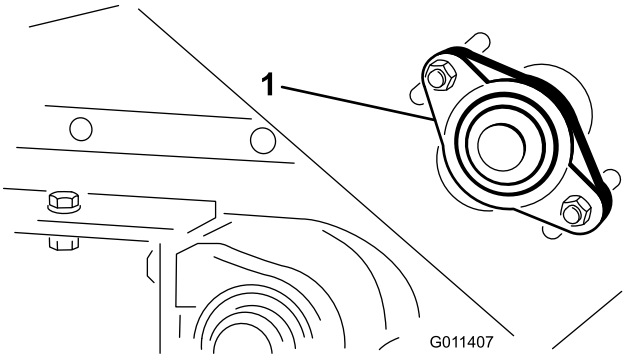

Figur 22
1. Løsn møtrikkerne, der fastgør lejehuset (Figur 22) på den højre side af maskinen.